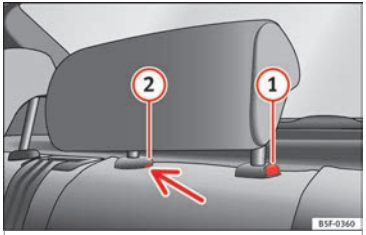

Fig. 129 Rear centre head restraint: release point.
– To set the head restraint lower down, press the (1) ››› **Fig. 129** button and move it downwards.